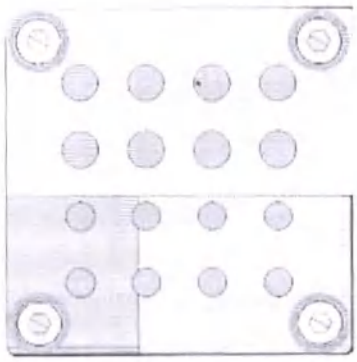
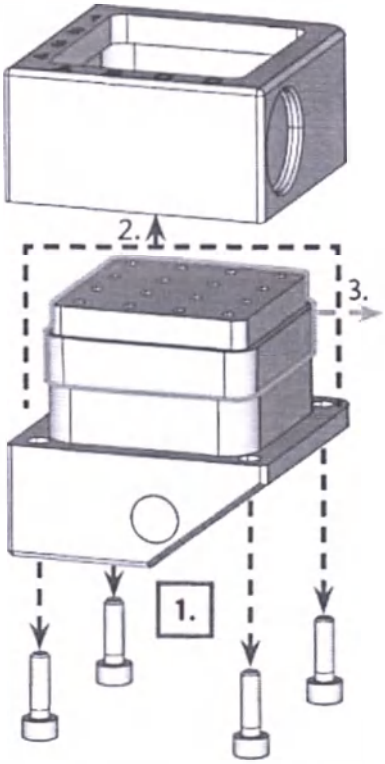

Рис. 90 – 4 ВИНТА НА НИЖНЕЙ СТОРОНЕ ИНСТРУМЕНТАЛЬНОГО МАГАЗИНА (ОТМЕЧЕНЫ ОРАНЖЕВЫМ ЦВЕТОМ)
Рис. 91 – РАЗБОРКА ИНСТРУМЕНТАЛЬНОГО МАГАЗИНА И СНЯТИЕ ВСТАВКИ
5. Открутите 4 винта на нижней стороне инструментального магазина (Рис. 90 – см. ниже, Рис. 91 – см. ниже, шаг 1).
6. Снимите крышку с магазина (Рис. 91– см. ниже, Шаг 2).
7. Снимите текущую вставку инструментального магазина (Рис. 91 – см. ниже, Шаг 3) и замените его на новую.